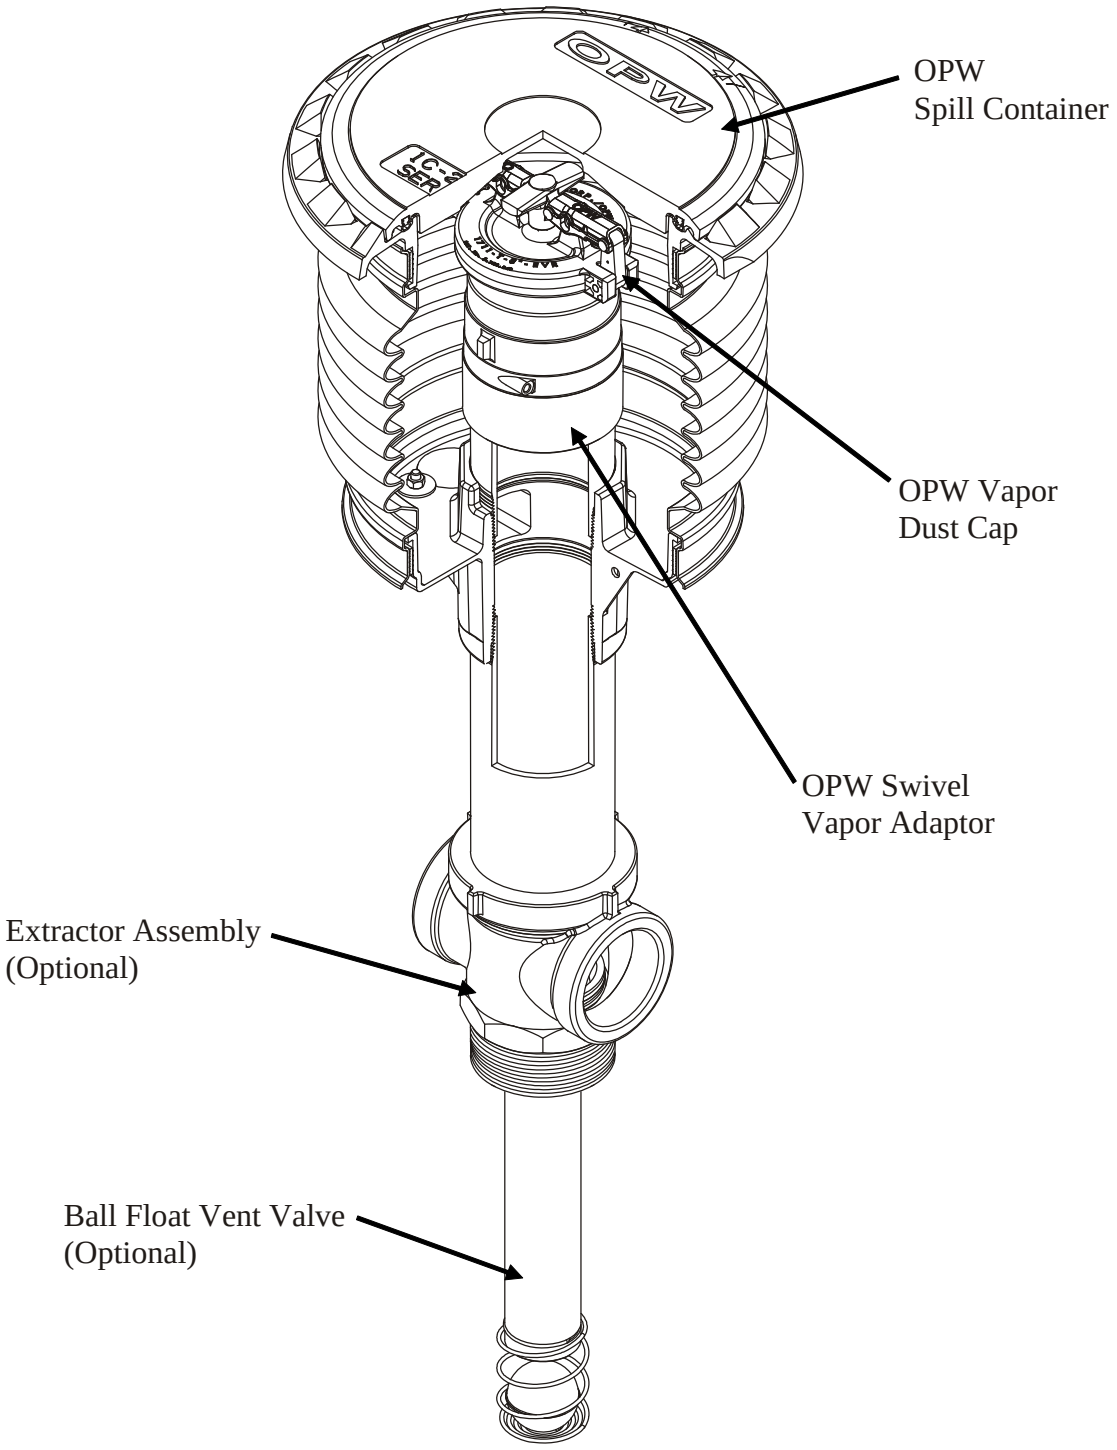

Figure 2C
1. OPW Double Fill Configuration shall be allowed for installation provided that no more than two fill and two vapor return points are installed on any single underground storage tank and that no offset of the vapor recovery riser pipe is installed. An example of an OPW Dual Fill configuration is shown in Figure 2C.